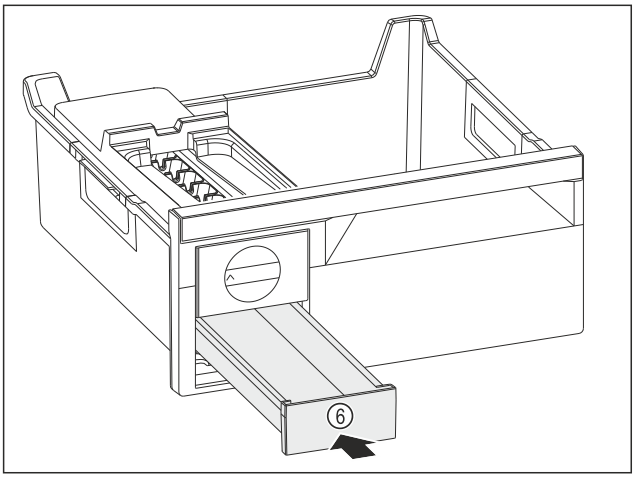

Fig. 149
▶ Insert the ice cube drawer *Fig. 149 (6)*.